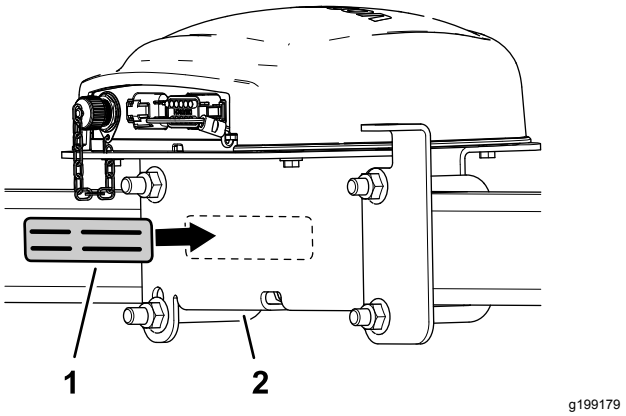

Figur 146
7. Fäst serienummerskylten på mottagarfästet (Figur 146).